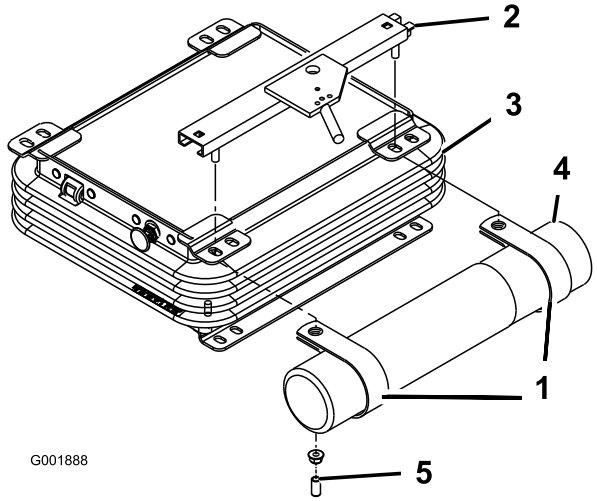

Figur 7
2. Ta bort de två muttrarna och vinylhylsorna (om sådana finns monterade) och säkra det övre sätesfästet på sätesupphängningens vänstra sida (Figur 7).
3. Montera R-klämmorna löst på sätesfästets tappar med de två muttrarna som togs bort tidigare. (Figur 7).
4. Montera röret för bruksanvisningen i R-klämmorna och dra åt muttrarna (Figur 7).